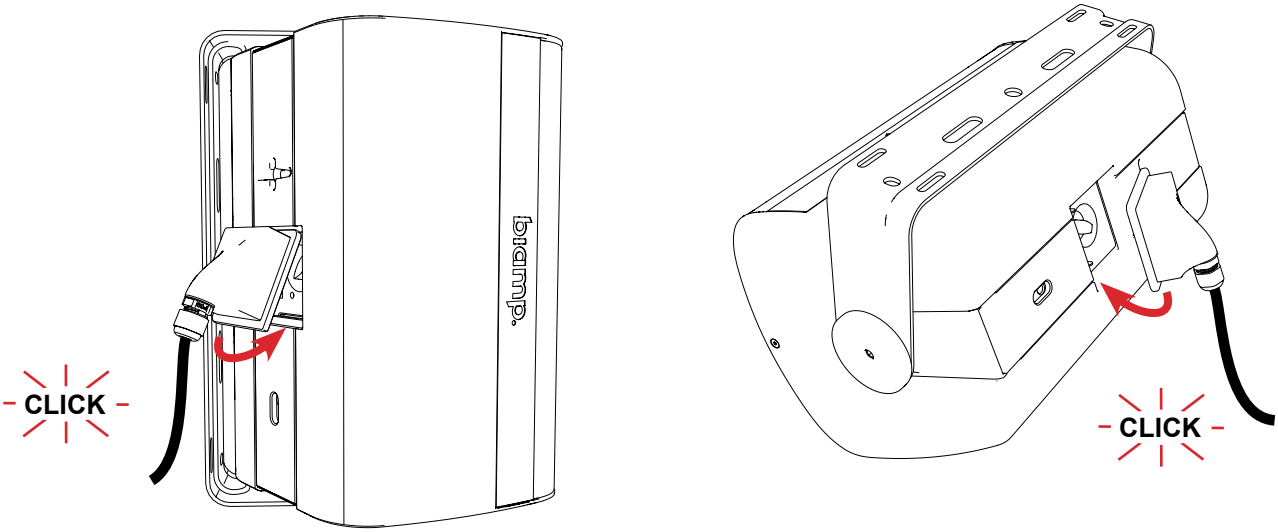

Figure 12. Attach ClickPlug
8. Insert the wired ClickPlug into the opening with the plug top (or side) into the indent under the safety cable loop first, then "click" it into place by pushing it against the latch (Figure 12) until it is fully seated. The general orientation of the ClickPlug should be with gland nut pointed down (exception noted below). It cannot be mounted with the gland nut pointed toward the safety loop. **IMPORTANT:** The fit is very tight; press on the raised portion of the ClickPlug rather than the gland nut when inserting it.